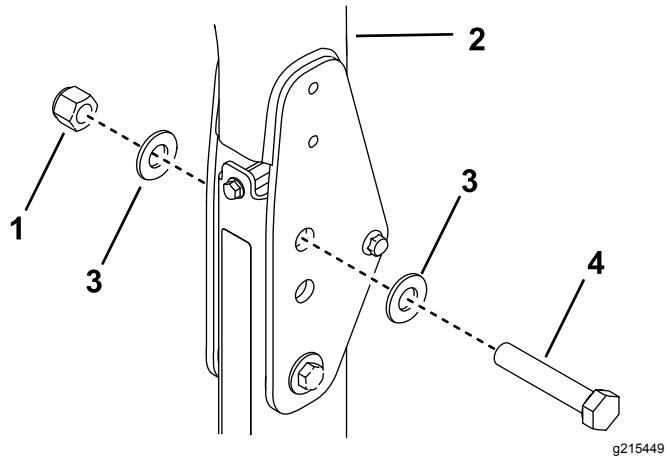

Figura 26
B. Inserite una rondella (13/16" x 1½") su ciascun bullone (¾" x 4"), come illustrato nella Figura 26.
C. Nei fori da cui sono state estratte le spine, installate bulloni e rondelle (Figura 26).
D. Montate un'altra rondella su ciascun bullone e fissate con un dado (¾"), come illustrato nella Figura 26.